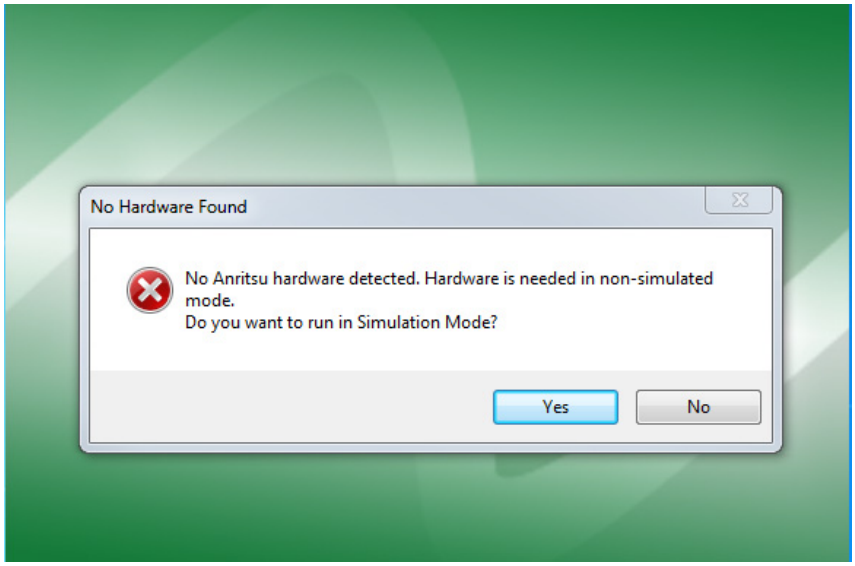

Figure 3-7. ShockLine GUI Initialization Screen
2. From the No Hardware Found dialog box, Figure 3-7, select yes to run in Simulation Mode.